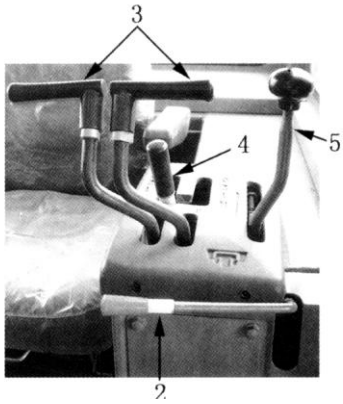

Рис. 2-5.
2.2.1. Прежде чем запустить двигатель, проверьте положение рычагов и педалей (рис. 2-5 … 2-6).